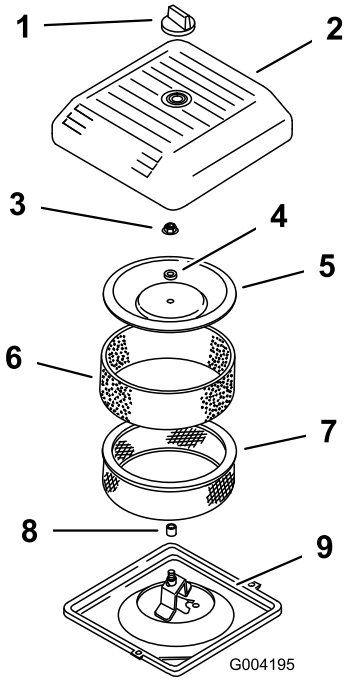

**Figuur 17**
2. Draai de knop los en verwijder het luchtfilterdeksel (Figuur 17).
3. Schuif voorzichtig het schuimfilter van het papieren element (Figuur 17).
4. Draai de dekselmoer los en verwijder deksel en papierfilter (Figuur 17).
2. Plaats de luchtreiniger op het onderstuk van de luchtreiniger (Figuur 17).
3. Monteer het accudeksel en zet dit goed vast met de dekselmoer (Figuur 17). Draai de moer vast met een torsie van 10,7 Nm.
4. Plaats het luchtfilterdeksel en zet het vast met de knop (Figuur 17).